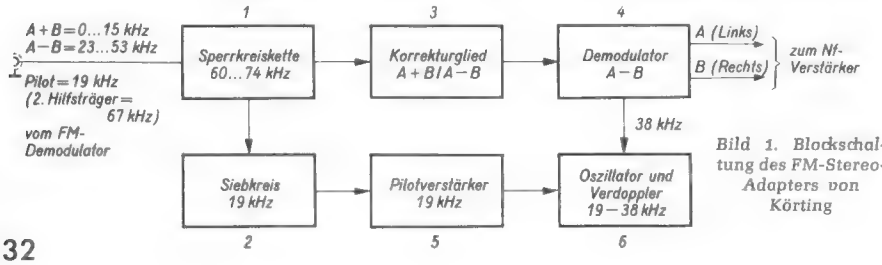
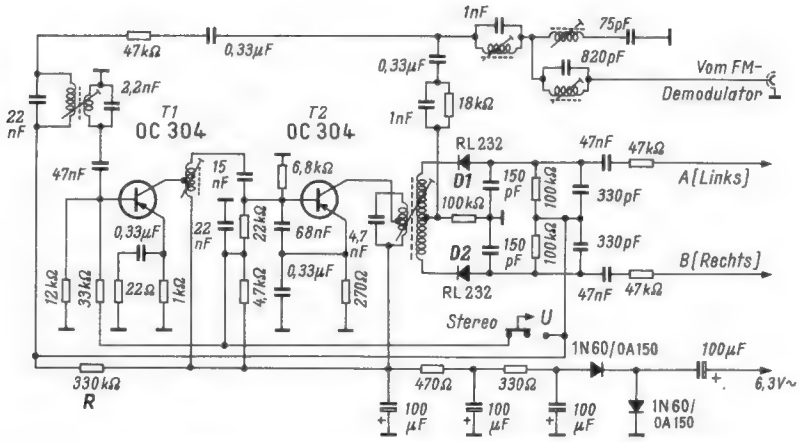

*Bild 1. Blockschaltung des FM-Stereo-Adapters von Körting*
Bild 2. Vollständiges Schaltbild des FM-Stereo-Adapters von Körting
*Bild 1* ist die Blockschaltung des FM-Stereo-Adapters. Der Sperrkreis 1 dient zum Unterdrücken des SCA-Trägers[1]) von 67 kHz, der bei der regulären Stereo-Übertragung keine Rolle spielt. Bei ungenügender Unterdrückung stören diese Modulationsteile die Stereo-Wiedergabe. Das Stereo-Summensignal gelangt zum Phasenkorrekturglied 3 und weiter zum Hilfssignal-Demodulator 4. Ihm können unmittelbar die Informationen der beiden Kanäle (A und B = Links und Rechts) entnommen werden.
*Bild 2* zeigt die vollständige Schaltung des kleinen Stereo-Adapters. Im Pilotfrequenz-Vorverstärker und auch für den Oszillator/Verdoppler arbeitet je ein Transistor OC 304. Im Signalweg selbst, d. h. zwischen Eingang und Demodulator in Bild 1, wurde auf jede Verstärkung verzichtet, um die Kombinationsfrequenzen höherer Ordnung klein zu halten. Sie können als Interferenzen zwischen den Oberwellen der Modulationsfrequenzen einerseits und der Pilot- und Hilfsträgerfrequenz andererseits im Demodulator gebildet werden, wenn im vorausgehenden Signalweg ein auch nur geringer Klirrfaktor auftritt.